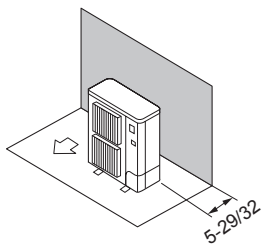

Fig. 3-5
① Obstacles uniquement à l’arrière (Fig. 3-5)